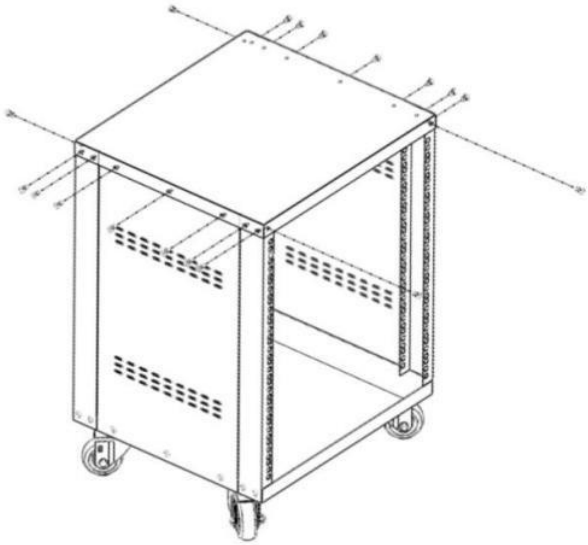

Rysunek 4
4. Załóż górę panel (①) na górze stojaka, wyrównaj górę panel z podparcie narożne (③) i boczne panel (④), zabezpiecz za pomocą 18 szt. zestawów M 5 przykręć śruby (⑦) za pomocą śubokręta elektrycznego. Zobacz rysunek 4.
4. Plaats de bovenkant paneel (①) Bovenop het rek, lijn de bovenkant uit. paneel met
hoeksteun (③) en zijkant paneel (④) , vastzetten met 18 stuks M 5-assemblage schroeven vastzetten (⑦) met een elektrische schroevendraaier . Zie afbeelding 4 .